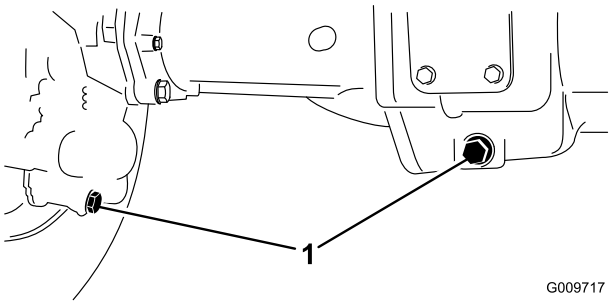

Bild 67
2. Reinigen Sie den Bereich um die drei Ablassschrauben, d. h. jeweils eine an beiden Enden und eine in der Mitte (Bild 67).